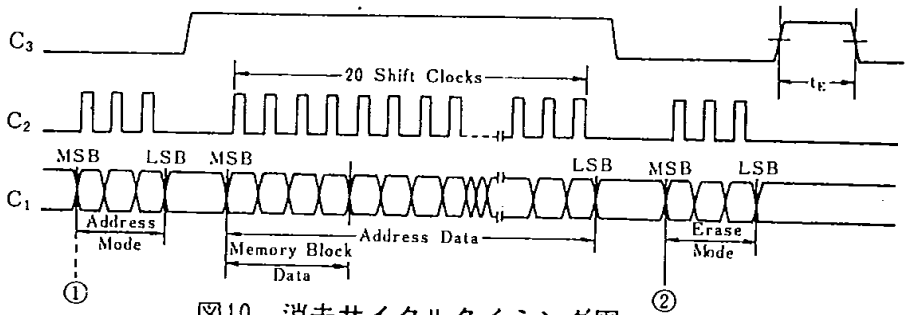

図10　消去サイクルタイミング図
②コード2(010)を入力するとREADモードになります。これに引き続いてC3を"H"レベルとしますと，C3"H"レベル間の，MNOSメモリの読出しが行なわれ，そのデータがデータレジスタにラッチされます。
③コード5(101)を入力するとDATA OUTモードになります。これに引き続いてC3を"H"レベルとしてモード実行に切り換えますと，データレジスタのMSBデータがOUT端子に出力されます。以降シフトクロックC2を入力しますと，シフトクロックの負エッジに同期して残り，15ビットデータが順次出力されます。シフトクロック16ビットめでは再度MSBデータが出力されますが，データレジスタには，以前読み出したものと同じデータがそのまま残されています。
2.　消去サイクルタイミング（図10）
①読出しサイクルタイミング図の動作説明の①と同じ。
②コード7(111)を入力するとERASEモードになります。これに引き続いてC3を"H"レベルとしますと，C3"H"レベルの間，①で指定されたアドレスのメモリが消去されます。消去時間$t_E$は最小100msです。